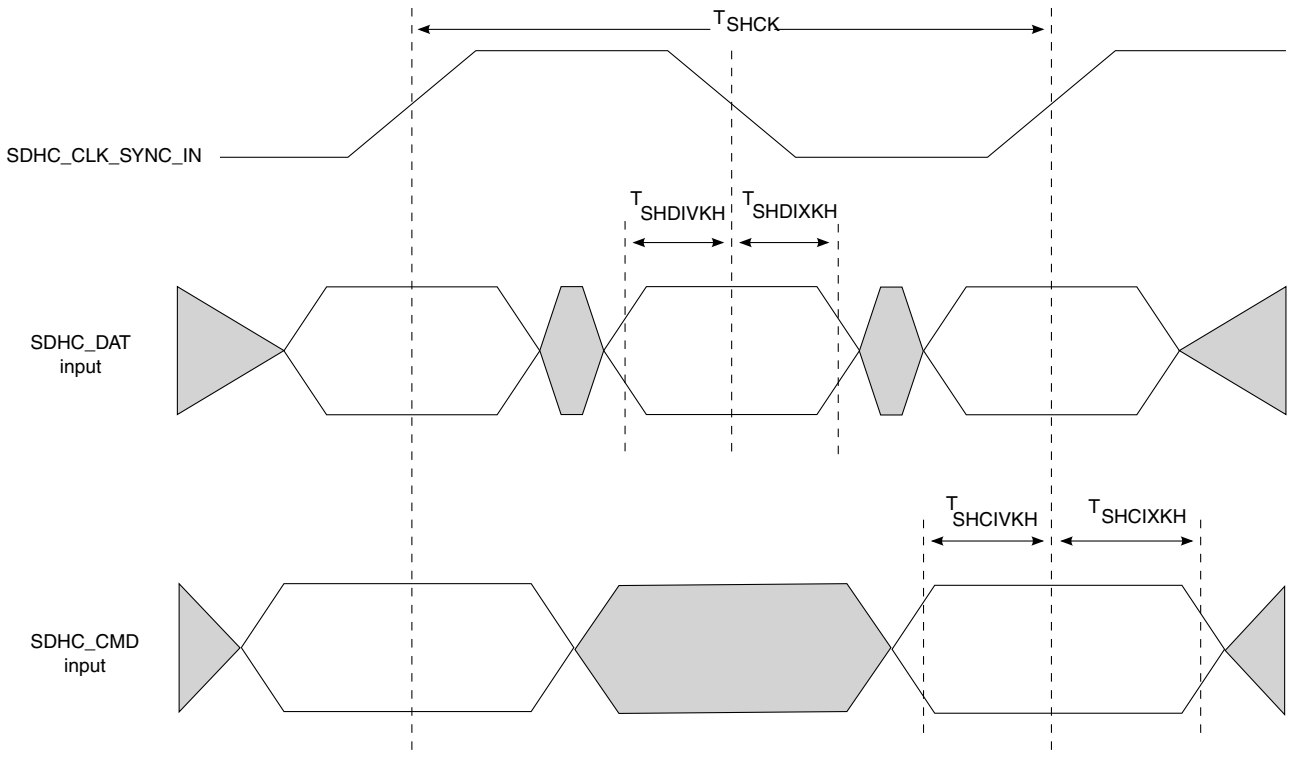
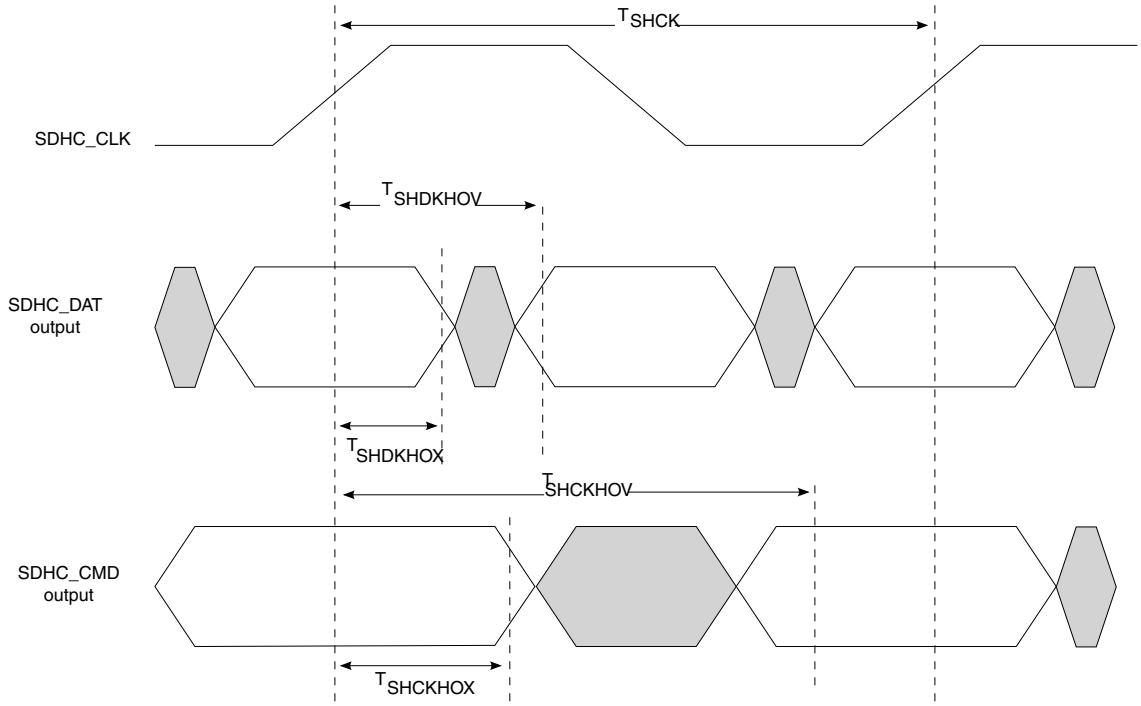

Figure 19. eSDHC DDR50/DDR mode input AC timing diagram
Figure 20. eSDHC DDR50/DDR mode output AC timing diagram
1. C_{CARD} ≤ 10pF, (1 card). 2. $C_L = C_{BUS} + C_{HOST} + C_{CARD}$ ≤ 20 pF for MMC, ≤ 25pF for Input Data of DDR50, ≤ 30pF for Input CMD of DDR50. 3. The symbols used for timing specifications herein follow the pattern of $t_{\text{(first two letters of functional block)(signal)(state) (reference)(state)}}$ for inputs and $t_{\text{(first two letters of functional block)(reference)(state)(signal)(state)}}$ for outputs. For example, t_{SHKHOX} symbolizes eSDHC highspeed mode device timing (SH) clock reference (K) going to the high (H) state, with respect to the output (O) reaching the invalid state (X) or output hold time. Note that in general, the clock reference symbol is based on five letters representing the clock of a particular functional. For rise and fall times, the latter convention is used with the appropriate letter: R (R for rise) or F (F for fall). 4. See Figure 19. on page 91. 5. See Figure 20. on page 92. 6. The AC timing specifications are based on the recommended operating conditions with EVDD /OVDD =1.8V and EVDD=3.3V, see Recommended Operating Conditions